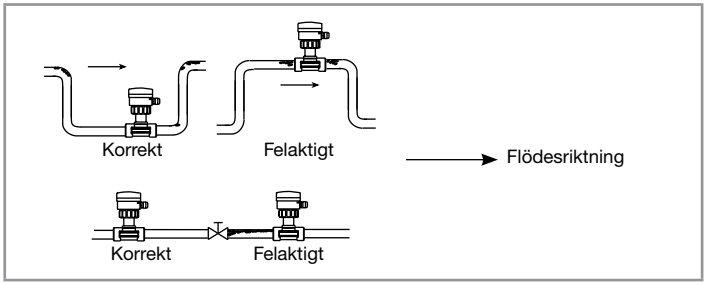

Bild 10: Luftbubblor i röret
- Förebygg bildandet av luftbubblor i röret i sektionen runt enheten (se Bild 10).